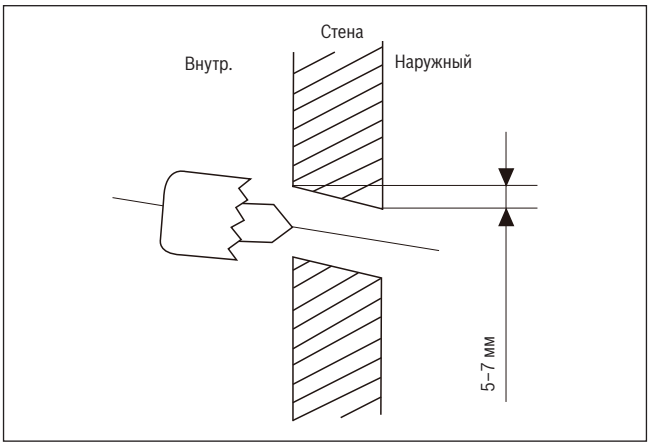

Рис. 6.
2. С помощью коронки 65 мм или 90 мм (в зависимости от модели) просверлите отверстие в стене. Необходимо убедиться, что отверстие просверлено под нисходящим углом и его внешняя часть ниже внутренней на 5–7 мм. Это обеспечит надежный отвод воды. (См. **рис. 6**)